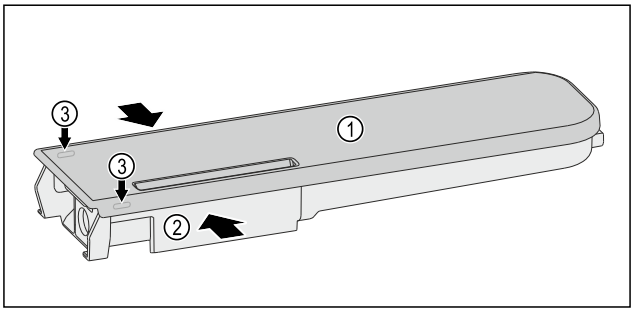

Fig. 173
▶ Druk het waterreservoir *Fig. 173 (2)* samen en til het deksel *Fig. 173 (1)* voorzichtig over de vergrendelingsnokken *Fig. 173 (3)* en trek het omhoog.
▶ Beweeg het deksel *Fig. 173 (1)* licht heen en weer en neem het naar boven toe af.